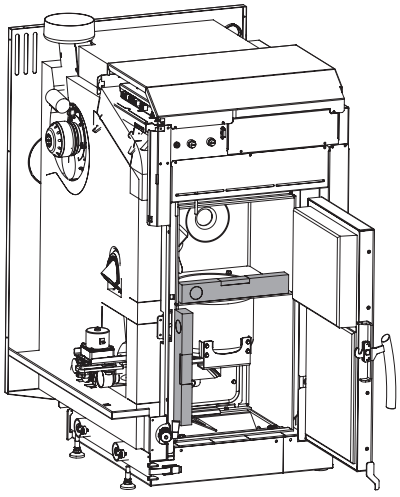

Fig. 62 Allineare la caldaia con una livella a bolla
▶ Spingere la caldaia nel luogo e punto di installazione e con le 4 viti di regolazione allinearla in orizzontale o leggermente in salita verso il retro. Per allinearla, appoggiare una livella a bolla nella parte anteriore del telaio della porta o sulla lamiera di tenuta – Fig. 62.